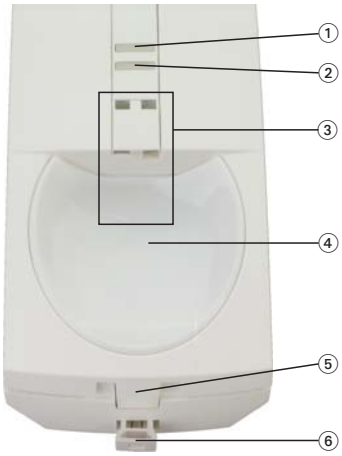

Abb. 2
① Falls erforderlich, mit einem kleinen Schraubendreher o.ä. Plombe durchstoßen und nach unten herausziehen.
② Rastverschluss (unten in der Mitte, siehe Abb. 2-⑤) leicht nach innen drücken.
③ Gehäuseoberteil unten wegklappen
④ Gehäuseoberteil nach unten aushängen.